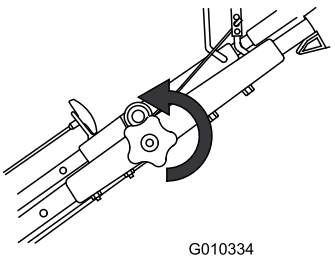

Figur 15
1. Løsne knotten for øvre håndtak (Figur 15).